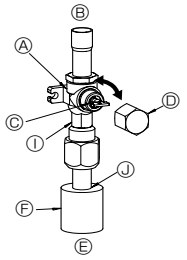
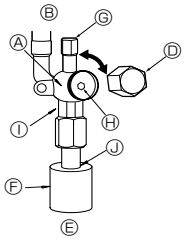

Fig. 4-5
Fig. 4-6
(1) Для газа (Fig. 4-5)
① Снимите колпачок, потяните ручку на себя и поверните на 1/4 оборота против часовой стрелки для открытия.
② Убедитесь в том, что запорный кран полностью открыт, надавите на ручку и поверните колпачок в первоначальное положение.
(2) Для жидкости (Fig. 4-6)
① Снимите колпачок и поверните шток золотника против часовой стрелки до упора, используя для этой цели 4 мм шестиугольный гаечный ключ. Прекратите поворачивать шток в момент, когда тот достигнет стопора.